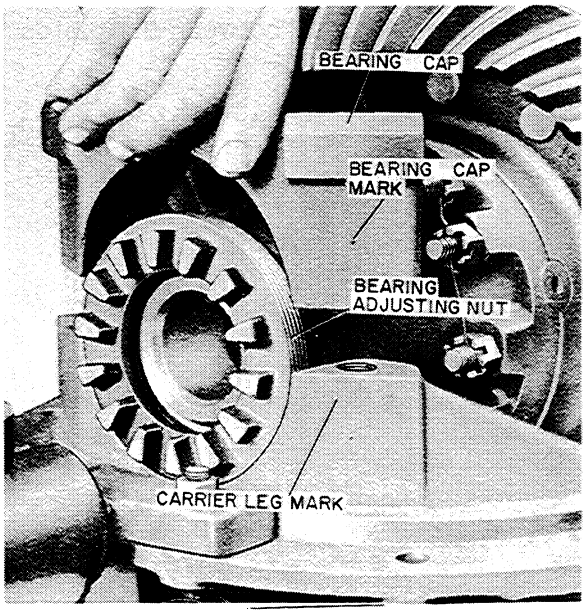

Figure T-69
2. Insert the bearing adjusting nuts and turning them in finger tight against the bearing cups, Figure T-69.
3. Now install the bearing caps in the correct location and tap lightly into position, Figure T-69.
4. Install the bearing cap bolts and torque to 127 to 140 foot pounds, Figure T-69.